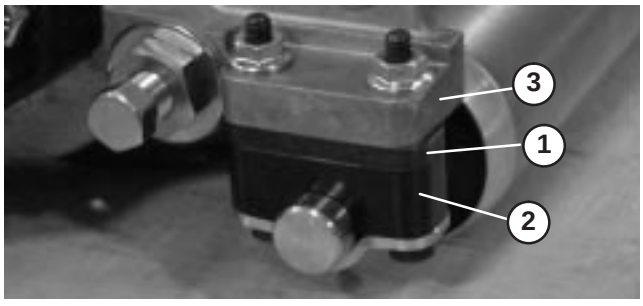

Figure 11
- Position the spacer below the sideplate mounting flange when height of cut settings range from 1/8” to 1” (Fig. 11).